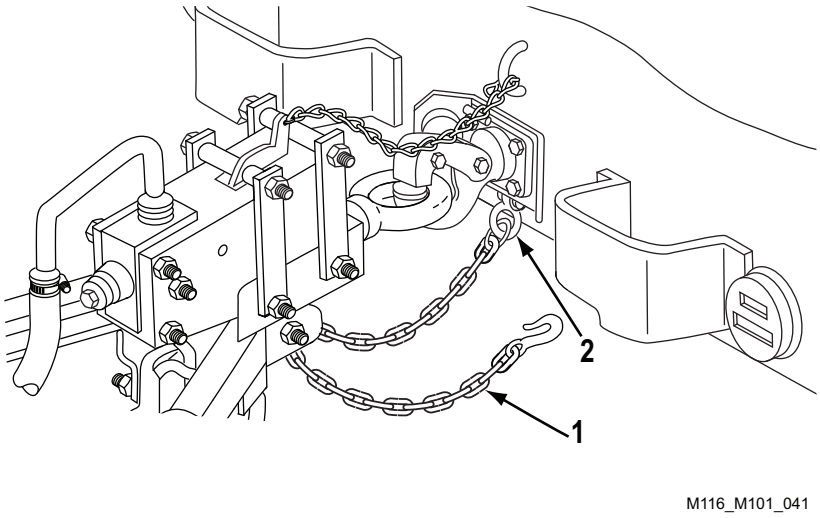

Figure 15. Safety Chains Removal.
7. Remove two safety chains (Figure 15, Item 1) from two prime mover tow shackles (Figure 15, Item 2).